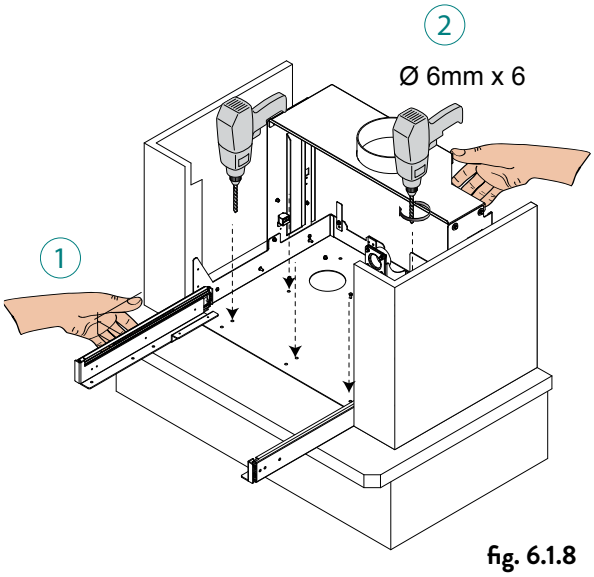

fig. 6.1.8
8) Poser la base sur le plan de la cheminée (1), tracer et effectuer 4 trous de Ø 6 pour la fixation (2) - utiliser la base comme gabarit - puis percer avec un foret de 6 mm de diamètre (Fig. 6.1.8)